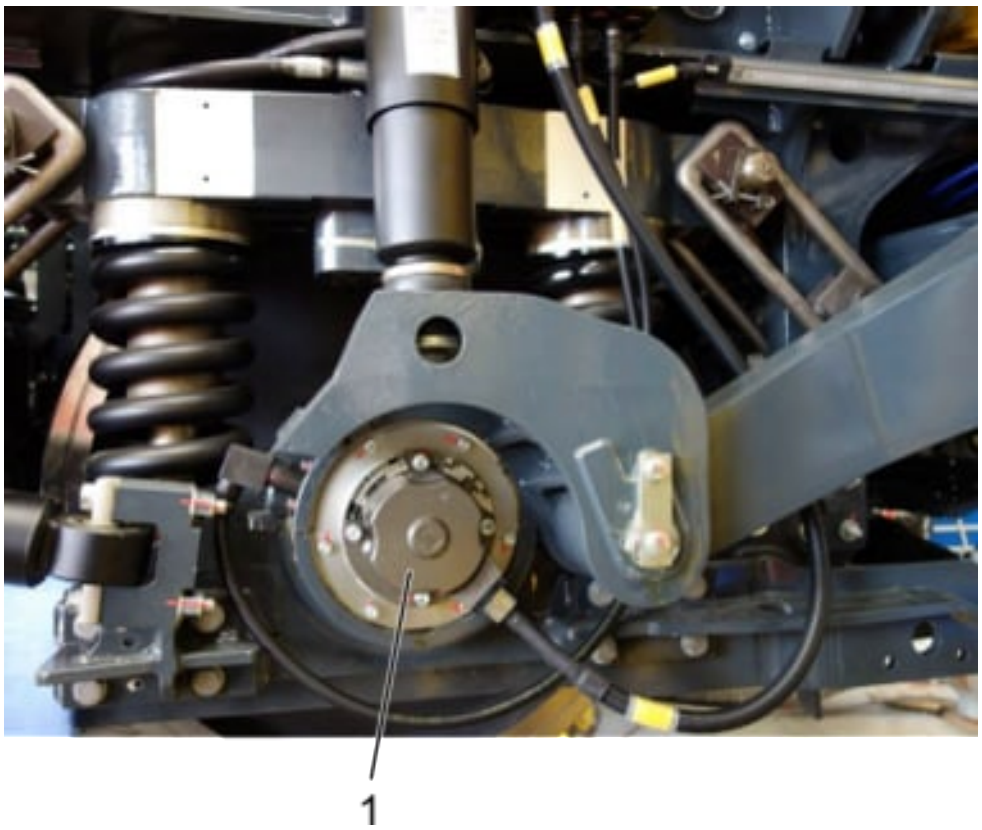

Fig. 40: Encoder
Il generatore di impulsi del percorso, cfr. Fig. 40 (1), fornisce le informazioni dalle quali l'EVC ricava la velocità attuale, l'accelerazione e la distanza percorsa dal superamento di un punto di riferimento (balise che trasmette informazioni fisse).